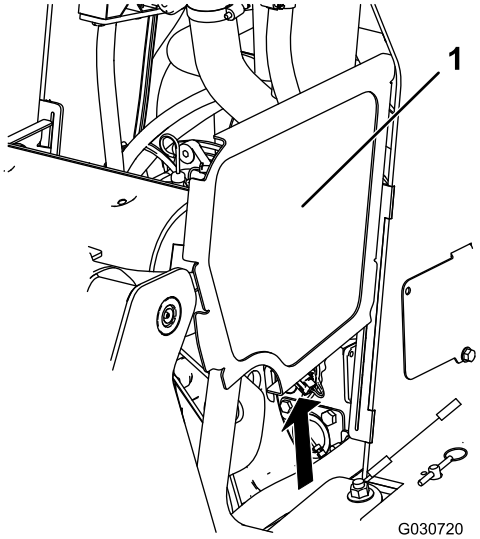

Rysunek 40
2. Przesuń osłony boczne (Rysunek 40) do góry, wysuwając z otworów w przedniej osłonie i ramie.